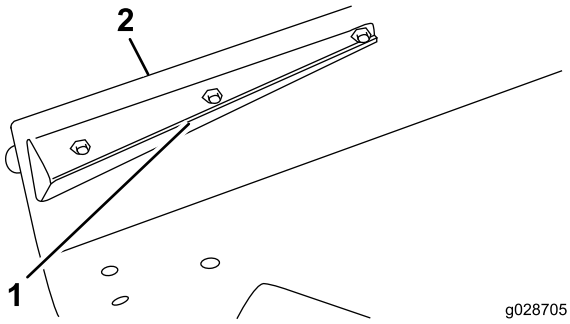

図 8
2. 前デフレクタの端をデッキに取りつけるキャップスクリュ 5/16–18 x 7/8 インチ とロックナットを使用する 図 8。
3. バッフルをデッキの縁に合わせ、バッフルを型紙として、直径 9mm の穴をあと二つ形成する 図 8。
4. バッフルをデッキに取りつけるキャップスクリュ 5/16–18 x 5/8 インチ 2本とロックナット2個を使用する 図 8。